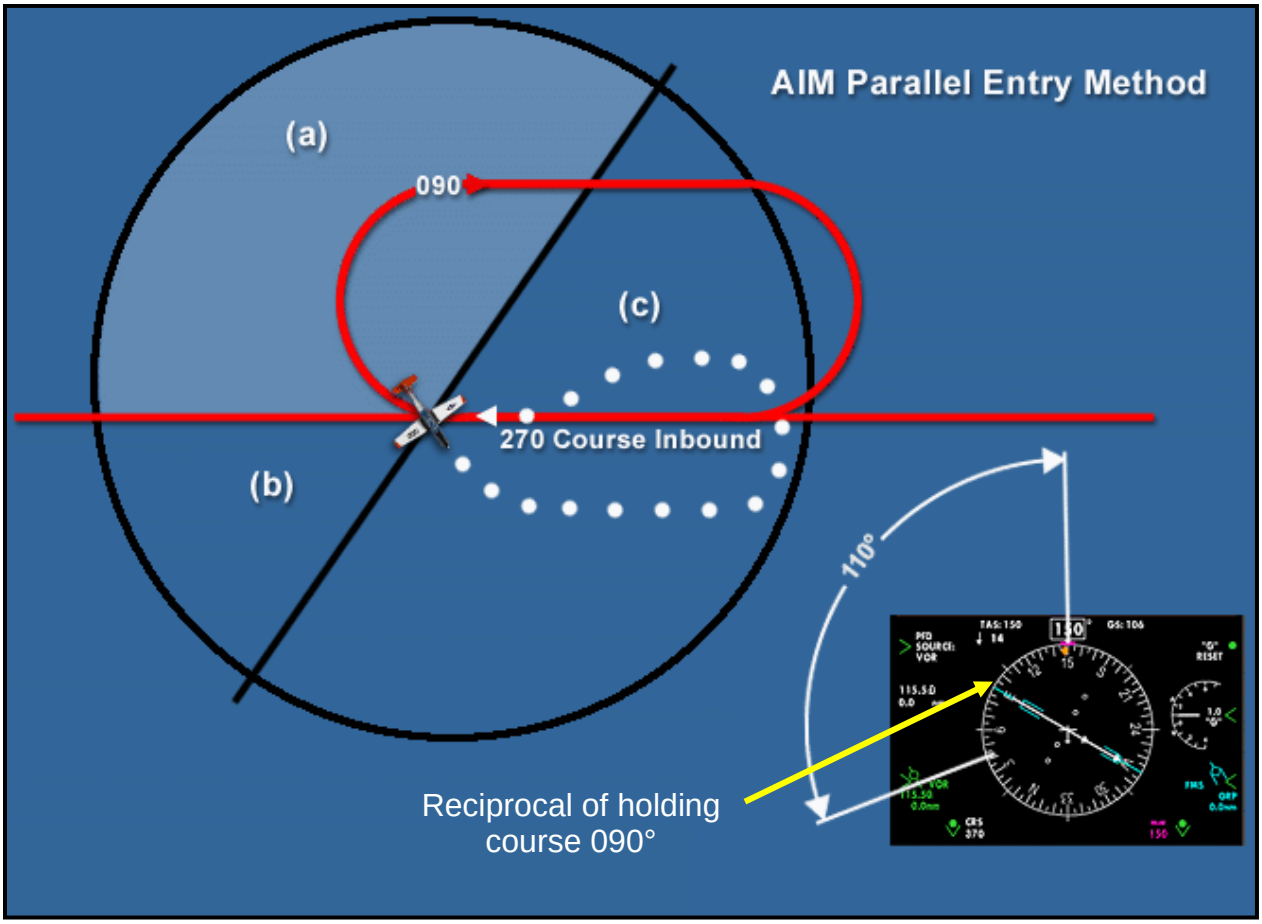

Figure 7-9 Standard Holding Parallel Entry
a. **Standard Parallel Entry**. Figure 7-9 shows the aircraft arriving at the holding fix from area (a): With the ***reciprocal*** of the holding course (090°) between the heading index and 110° to the left of the heading index, turn left to parallel the ***reciprocal*** of the holding course (090°).